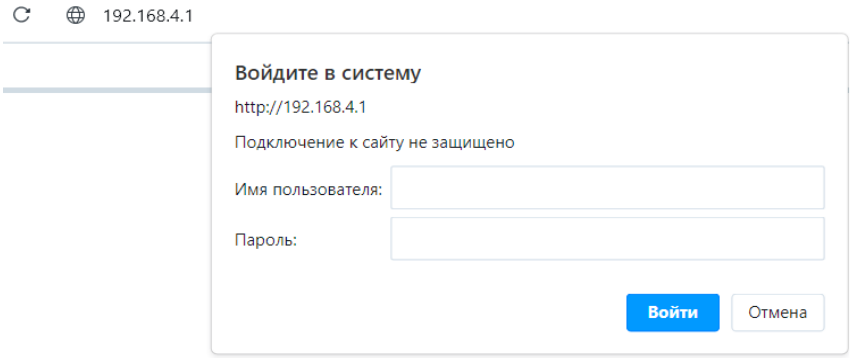

Рисунок 10 – Окно авторизации
2.8.2.2 Подключить устройство (смартфон или ноутбук) к точке доступа, через веб-браузер зайти на адрес 192.168.4.1 где откроется окно авторизации (рис. 10).